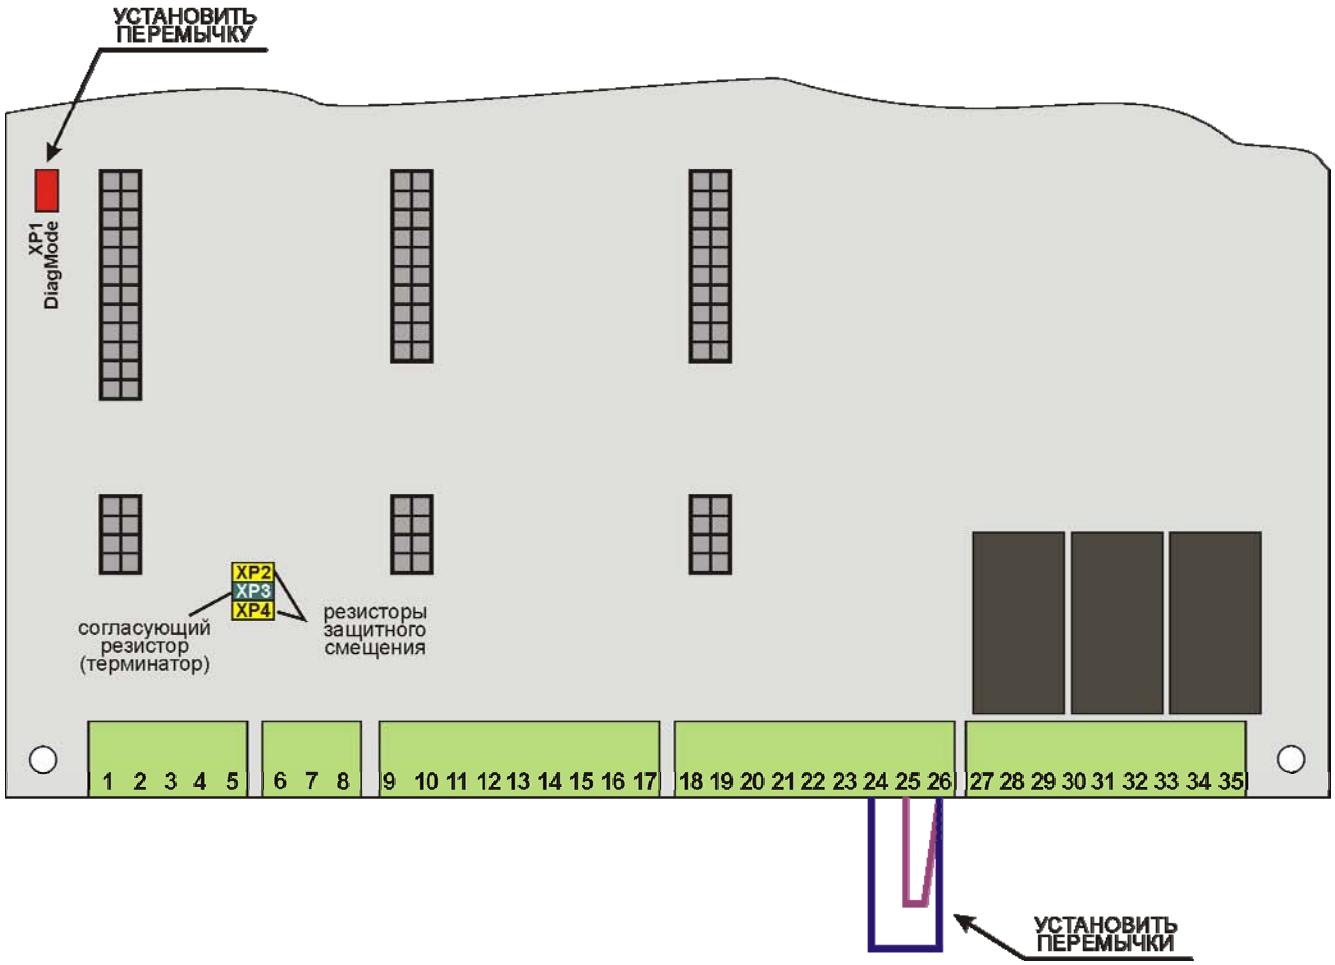

Рисунок 5.3.1 – Установка перемычек для применения настроек связи по умолчанию
4) На контроллере преобразователя установить перемычку XP1 "DiagMode" (см.рисунок 5.3.1).